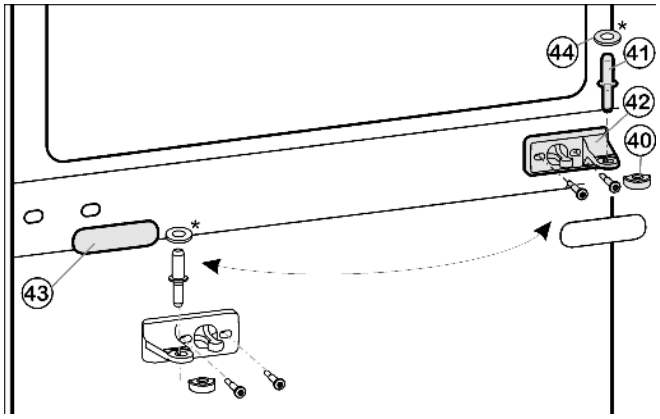

Fig. 13
▶ Lagerbolzen Mitte *Fig. 13 (41)* aus dem Lagerbock und der unteren Tür herausziehen.
▶ Lagerbolzen Mitte *Fig. 13 (41)* mit Scheibe *Fig. 13 (44)* aus dem Lagerbock und der unteren Tür herausziehen.
▶ Kunststoffkappe *Fig. 13 (40)* abziehen.
▶ Lagerbock Mitte *Fig. 13 (42)* abmontieren.
▶ Abdeckblende *Fig. 13 (43)* vorsichtig abziehen.
▶ Lagerbock Mitte *Fig. 13 (42)* um 180° gedreht auf die neue Scharnierseite umsetzen.
▶ Abdeckblende *Fig. 13 (43)* um 180° gedreht auf der neuen Griffseite wieder aufrasten.
- ▶ Die Kunststoffkappe *Fig. 13 (40)* wieder auf Lagerbock Mitte *Fig. 13 (42)* aufsetzen.
- ▶ Lagerbolzen Mitte *Fig. 13 (41)* durch Lagerbock Mitte *Fig. 13 (42)* in die untere Tür einsetzen.
- ▶ Scheibe *Fig. 13 (44)* auf den Lagerbolzen Mitte *Fig. 13 (41)* stecken.